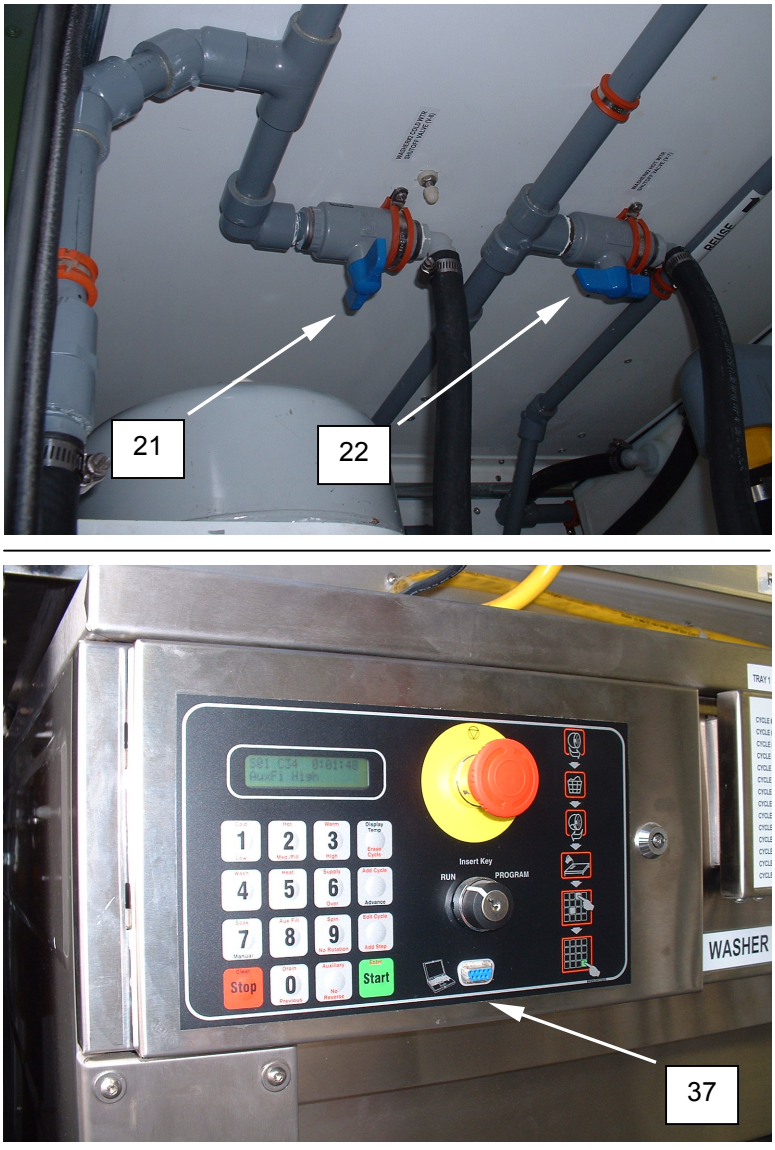

Figure 19. Purge Washer No. 2.
5. Close the washer No. 2 cold water inlet valve V-8 **(Figure 19, Item 21)**.
6. Open the washer No. 2 hot water inlet valve V-7 **(Figure 19, Item 22)**.
7. Run cycle 35 on washer No. 2 **(Figure 19, Item 37)** to evacuate water from the washer supply and detergent lines. (NOTE:
9. Wait until washer No. 2 **(Figure 19, Item 37)** displays DONE.